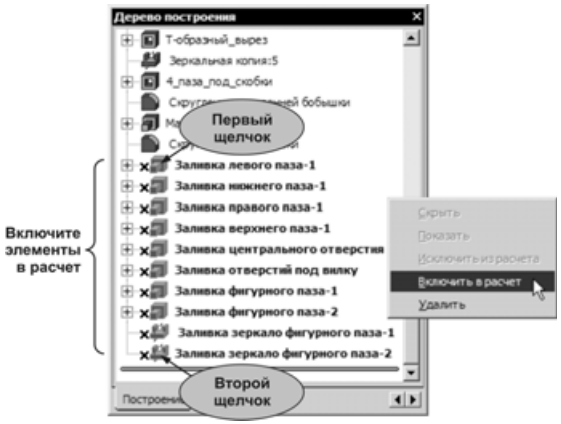

Рис. 8.84
- Для этого щелчком мыши укажите первый элемент (рис. 8.84). Затем нажмите клавишу <Shift> на клавиатуре и укажите последний элемент. Указанные элементы и расположенные между ними будут выделены цветом.